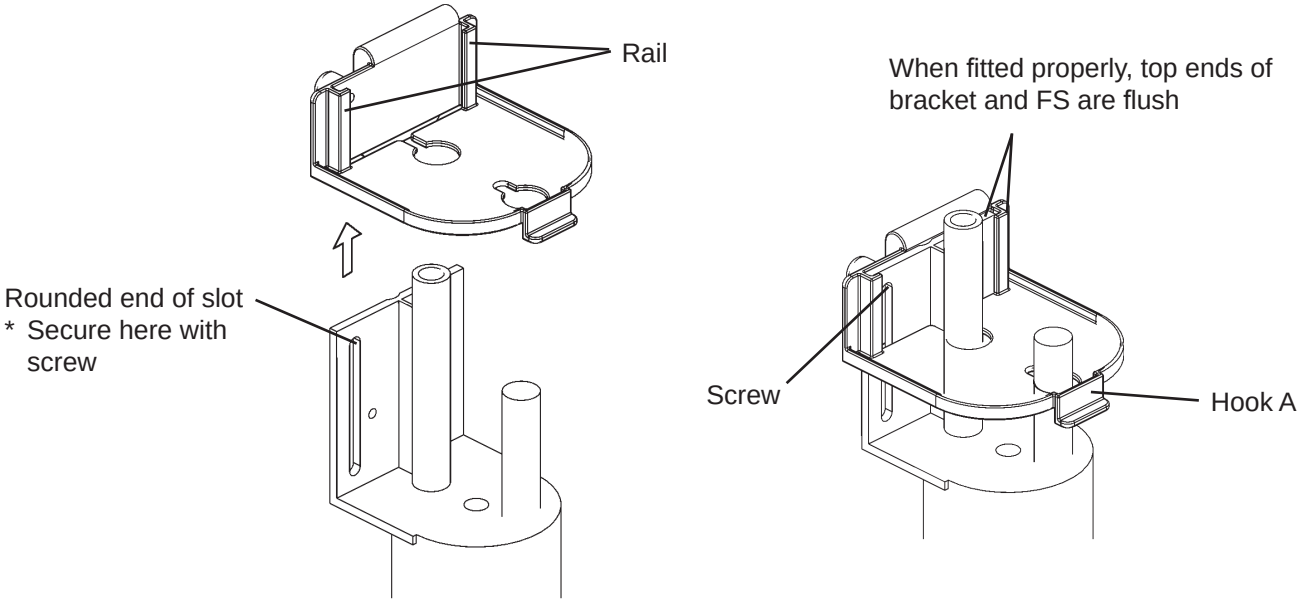

Fig. 10
9) Attach the FS to the bracket rail. See Fig. 10. Secure it with the screw by fitting the rounded end of the slot to the screw hole.